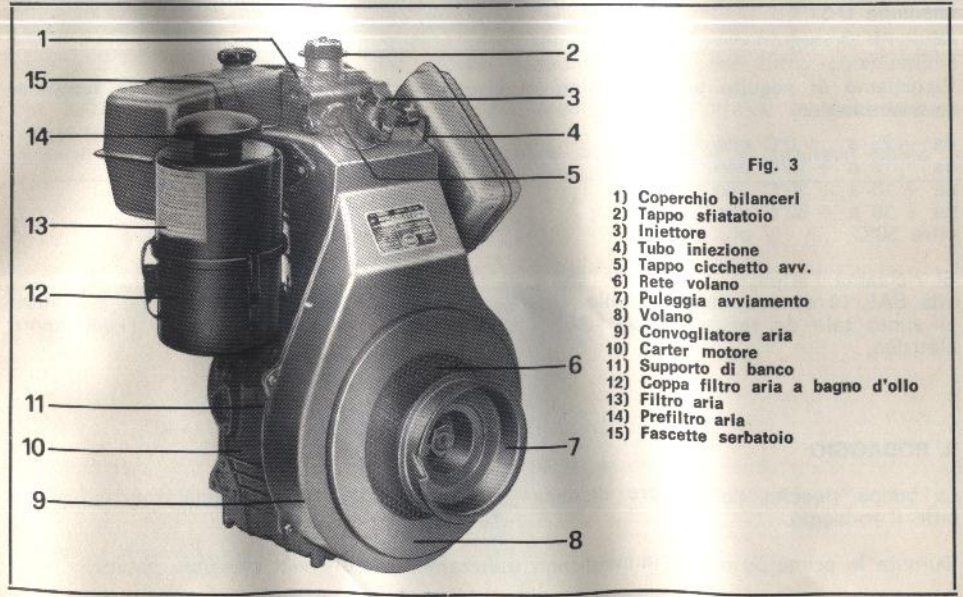

Fig. 3
Il rimbocco di olio si effettua togliendo il tappo sfiato (Fig. 3 n. 2) e vuotando l'olio nell'apposito foro.
Per facilitare l'avviamento durante la stagione fredda si consiglia di usare il « cicchetto » di olio. Tolto il tappo in gomma (Fig. 3 n. 5) posto vicino al portainiettore si versa nel pozzetto una piccola quantità di olio (all'incirca quanto un cucchiaio da tavola); si effettua l'avviamento, e si rimette al proprio posto il tappo ad avviamento avvenuto (Fig. 4).
1) Smontare il coperchio dei bilancieri (Fig. 3 n. 1).